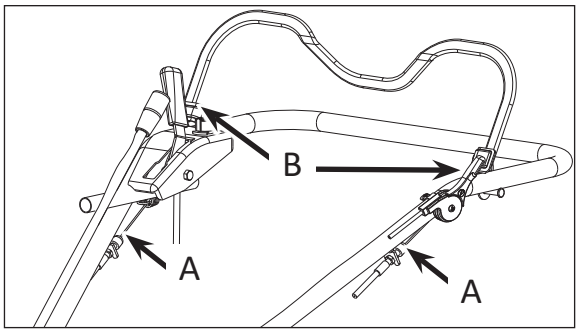

Bild 22
- Bowdenzüge und Achse des Kupplungsbügels A & B (Bild 22)